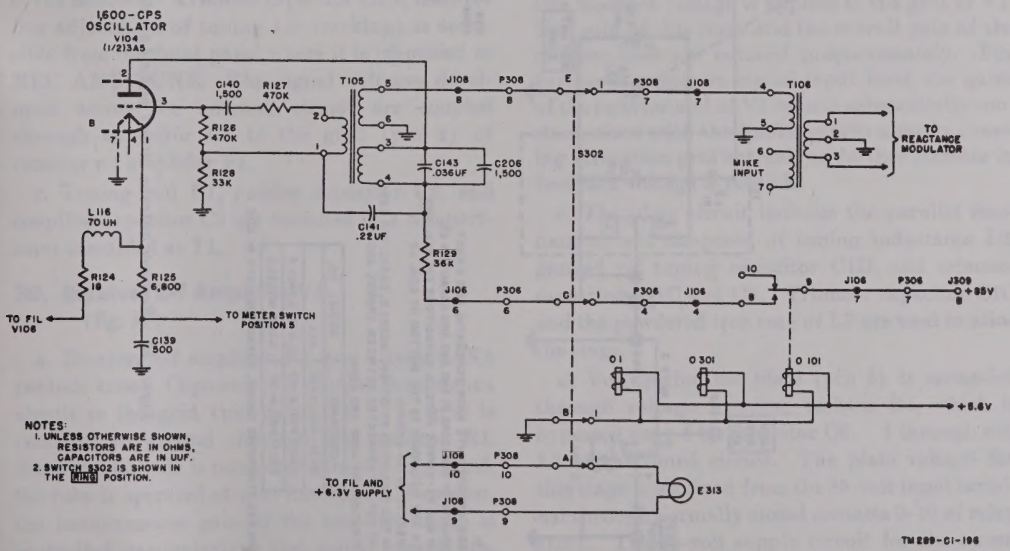

Figure 21. Ringer circuit, functional diagram for RT–66/GRC models bearing Order No. 18651-Phila-49.
(1) Contacts 1E (section 1 front) connect the oscillator to the modulator input circuit (*a* above).
(2) Contacts 1B (section 1 rear) apply ground return to the control relays O1, O101, and O301, and cause these relays to become energized. This causes the transmitter to be turned on and the receiver to be turned off (par. 41).
(3) Contacts 1C (section 1 rear) connect the plate circuit to the 85-volt supply (*c* above).
(4) Contacts 1F (section 1 rear) open the microphone circuit connection to modulator input transformer T106. (See the main schematic for each receiver-transmitter.)
(5) Contacts 1A (section 1 rear) energize dial light E313 by connecting it into the filament circuits.
e. Circuit differences (fig. 21) are as follows: In RT–66/GRC models bearing Order No. 18651–Phila–49, the ringer oscillator is changed and operates as follows: The ringer oscillator uses one section (V104B) of the twin-triode type 3A5 tube in a conventional tickler coil oscillator circuit. The other triode section of that tube is used as the transmitter oscillator (par. 20). The 1,600-cycle frequency generated by the oscillator is determined by the parallel resonant plate circuit, consisting of winding 3–4 of transformer T105 and fixed capacitors C143 and C206. C143 and C206 have opposite temperature coefficients and are connected in parallel to minimize changes in capacitance caused by variations in temperature. Regenerative feedback from the plate (pin 2) to the grid (pin 3) is established by induction from winding 3–4 to winding 1–2 of T105. The network consisting of capacitor C140 and resistor R127, in the grid circuit, functions to prevent the oscillator from being overloaded. Degenerative feedback, established from the plate circuit to the grid circuit through bypass capacitor C141 and resistor R128, serves to stabilize the oscillator against changes in power supply potentials and variations in tube characteristics. The oscillator output is developed across secondary winding 5–6 of T105, and is applied over terminals 8 of connectors J108 and P308, contacts 1E (section 1
front) of switch S302, and terminals 7 of P308 and J108 to input winding 4–5 of modulator input transformer T106. From this point, the path of the ringing signal is the same as that of any microphone signal, as described in the preceding paragraphs. Subparagraphs *c* and *d* above also apply to this circuit except that resistor R129, in series with the plate supply circuit (fig. 21), is used to decrease the plate voltage applied to the oscillator.